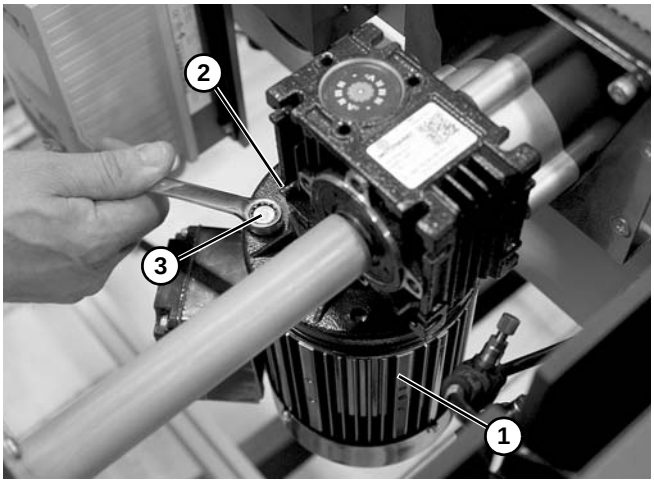

Figure 11
1. Attach the motor **(Figure 11, item 1)** to the gear reducer **(Figure 11, item 2)** with hex flange screws **(Figure 11, item 3)**. Tighten screws.